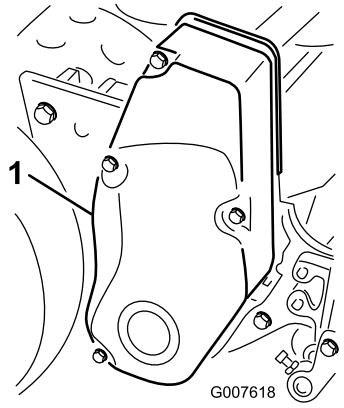

Figur 28
1. Fjern monteringsskruen på remdekslet og deretter remdekslet for å få tilgang til remmen (Figur 28).